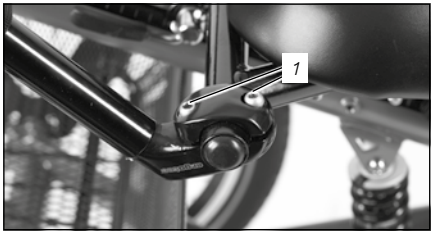

Fig. :14
Si votre véhicule est équipé d'un système de réglage par serrage *(voir « Fig. :14 »)*, procédez comme suit :
1. Pour ajuster le dossier à une position assise optimale ou confortable, desserrez les serrages (à gauche et à droite) *(voir « Fig. :14 (1) »)* à l'aide d'une clé Allen.